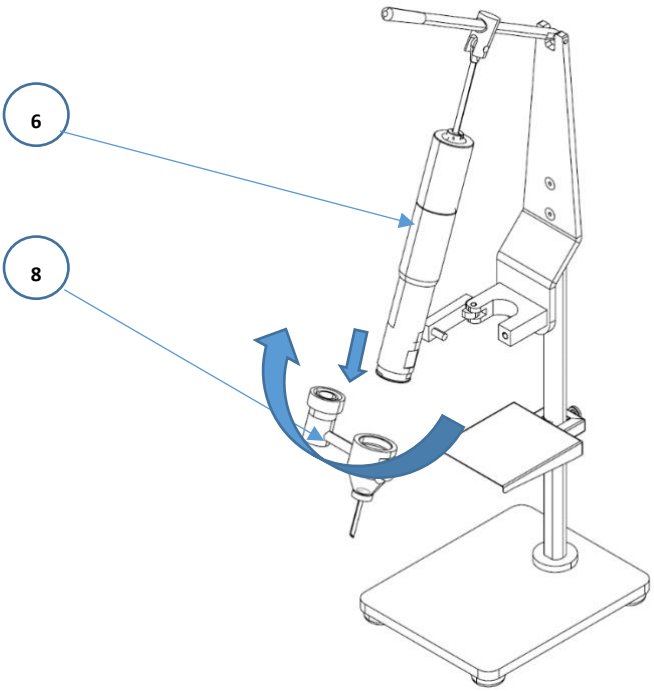

Fig. 15
2. Удерживая (6), отвинтите дозирующий блок (8) и сдвиньте его вниз, Fig. 15;